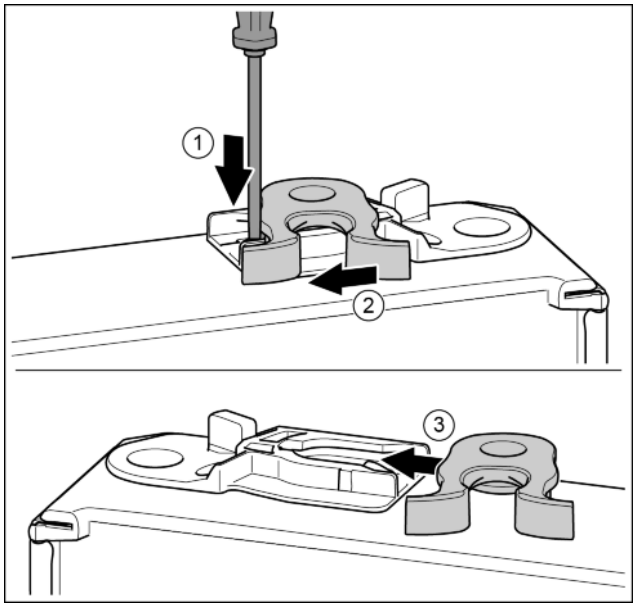

Fig. 18
- ▶ Push the tab downwards with a slotted screwdriver. *Fig. 18 (1)*
- ▶ Pull the door latch out of the guide. *Fig. 18 (2)*
- ▶ Push the door latch into the guide on the other side. *Fig. 18 (3)*